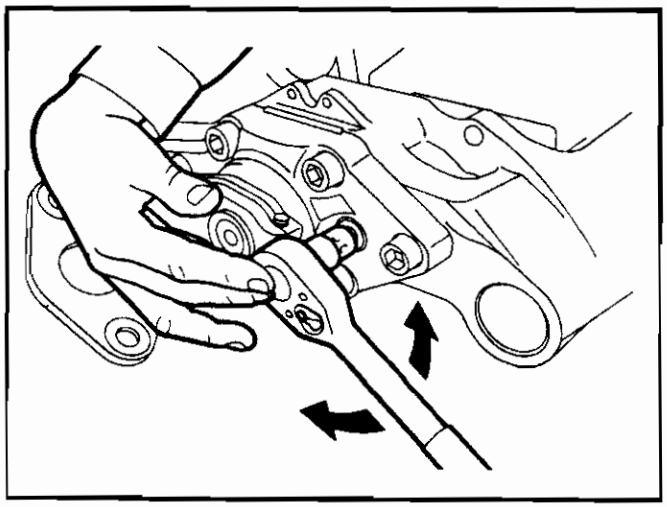

Figure 4.
The brake adjuster assembly is provided with a manual override (Figure 4) which allows the brake to be de adjusted and adjusted manually when installing new pads. To manually adjust or de adjust the brake, place a 10 mm socket wrench on the adjuster stem and depress the stem until it engages in the adjuster wheel. While still holding it depressed, rotate the adjuster stem in the appropriate direction with the wrench.
It may be necessary to de-adjust the brake initially to remove the worn brake pads. Using a 10 mm socket on the adjuster stem, depress the stem to engage the adjuster wheel. With the stem depressed, rotate the wrench in the direction of lever travel (brake application stroke) (Figure 4).
1. Adjust the pads using a 10 mm socket on the adjuster stem. Depress the stem to engage the adjuster wheel, and with the stem depressed rotate the wrench in the opposite direction to lever travel (brake application stroke) (Figure 4). Continue to adjust the brake until both pads contact the rotor.